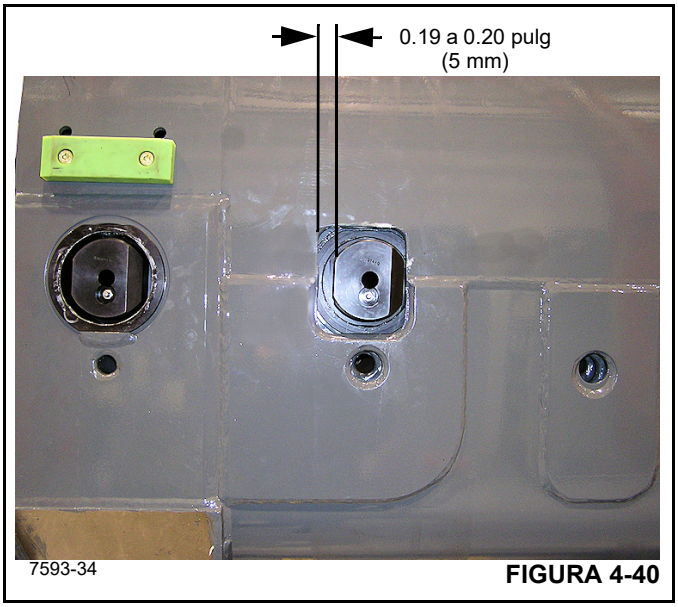
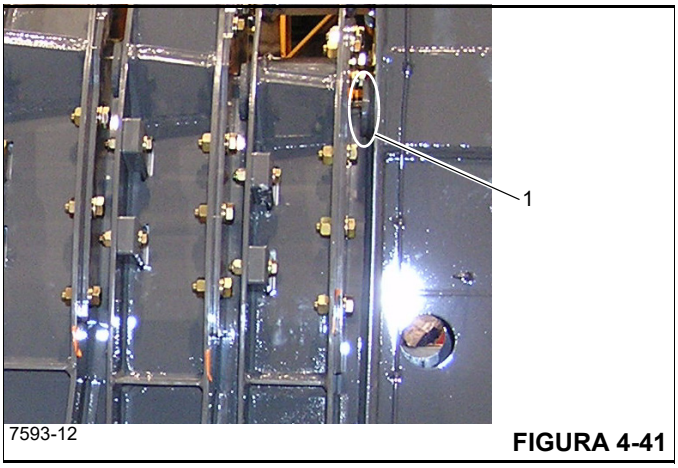

FIGURA 4-40
FIGURA 4-41
23. Mida la distancia desde la parte trasera de cada recorte de la sección 4 hasta la superficie trasera correspondiente del pasador de sección en cada lado de la sección 5 (Figura 4-40). La distancia debe ser de 0.19 a 0.20 pulg (5 mm). Ajuste agregando o quitando suplementos de bloque de tope detrás del bloque de tope (1) (Figura 4-41) en la parte delantera de la sección 5.